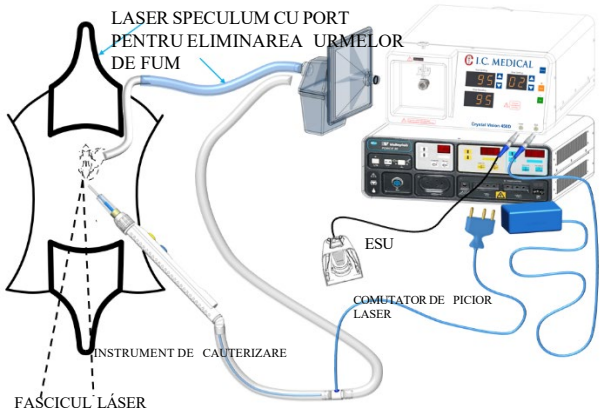

Figura 21: Setare pentru proceduri de ginecologie, pentru proceduri ESU sau cu laser cu CO_2, efectuate cu un colposcop sau Micromanipulator.
3. Pentru setare, consultați Figura 21.